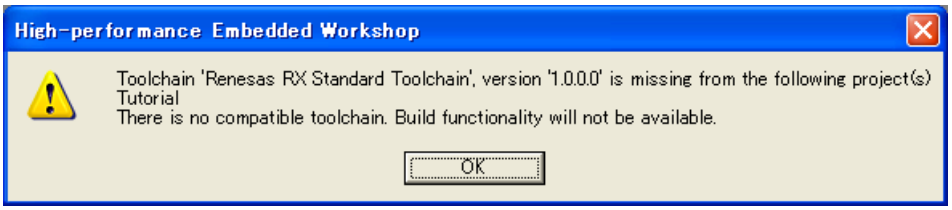

図 6.1 ワーニングメッセージ
(1) ワークスペース読み込み後に図 6.1の「Toolchain ‘Renesas RX Standard Toolchain’, version ‘x.xx.x’ is missing」というワーニングメッセージが表示される。